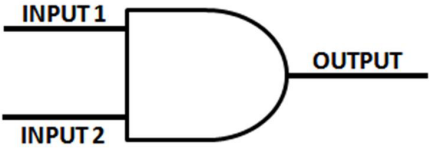

Figure 6-4. *The AND Logic Gate circuit symbol*
Just like the NOT Logic Gate discussed in Chapter 5, the AND Logic Gate has a special circuit symbol, shown in Figure 6-4. The truth table (TT) shows the logic gate operation. Figure 6-5 is an AND Logic Gate TT.